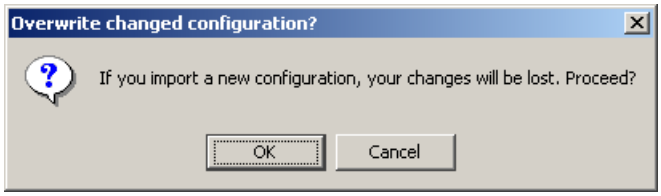

Figure 67 Overwrite changed configuration dialog box
- When creating a new configuration, if the current configuration is unsaved, the EMC Smarts NOTIF Editor warns of this and asks whether to proceed, as shown in Figure 67 on page 93.